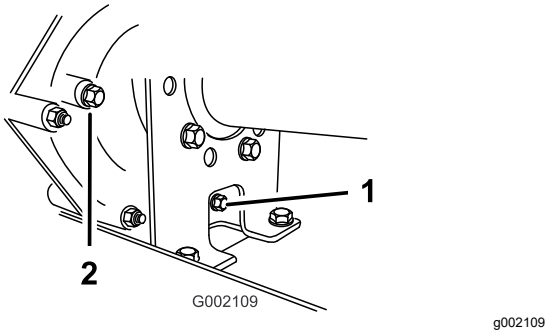
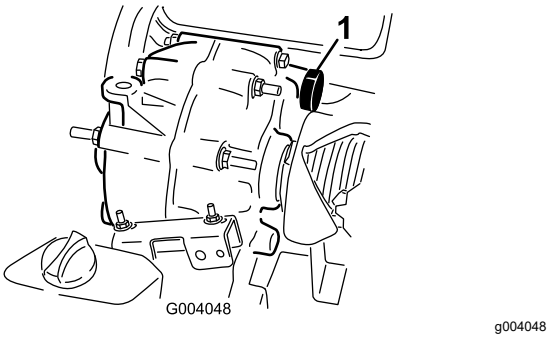

Figuur 50
Figuur 51
2. Maak de omgeving van de vulplug en de aftapplug schoon met een doek (Figuur 50).
4. Verwijder de vulplug door deze linksom te draaien (Figuur 50).
5. Verwijder de aftapplug door deze linksom te draaien (Figuur 50).
6. Monteer de aftapplug en de pakking en draai deze vast in de opening voor de aftapplug in de transmissie (Figuur 50).
7. Vul het reservoir (Figuur 51) door de vulplugopening met ongeveer 1,4 liter olie van het aanbevolen type, of giet net zo veel olie bij tot het oliepeil in de transmissie tot de onderste schroefdraad reikt. (Figuur 50).
8. Monteer de vulplug en de pakking en draai deze vast in de vulplugopening van de transmissie (Figuur 50).
10. Controleer het vloeistofpeil en voeg meer vloeistof toe als het peil niet tot de schroefdraad in de vulplugopening reikt (Figuur 50).